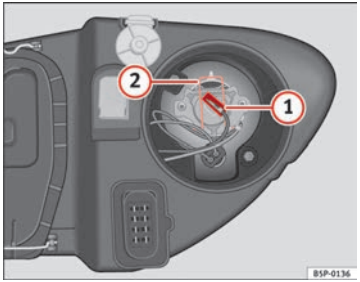

Fig. 190 Main beam headlights
– Remove connector ⇒ Fig. 190 (1) from the bulb.
– Press the spring ⇒ Fig. 190 (2) inwards and to the right.